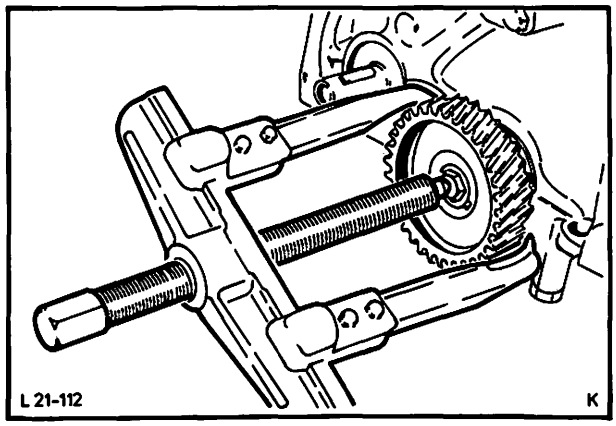

Abb. 148 Zahnrad-Kurbelwelle abziehen
22. Zahnrad-Kurbelwelle Schraube herausdrehen und mit einem handelsüblichen Zweiklauenabzieher abziehen, Abb. 148.